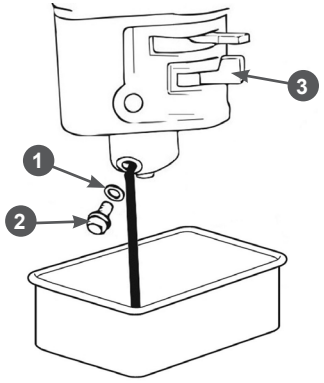

Рис. 14. Обслуживание карбюратора
1. Установите под карбюратор подходящую емкость (Рис. 14).
2. Установите рычаг топливного крана 3 в положение «ЗАКРЫТО» (Рис. 14).
3. Открутите болт 2 сливного отверстия и слейте топливо из поплавковой камеры карбюратора в приготовленную для этого ёмкость (Рис. 14).
1. Слейте топливо из топливного бака и карбюратора (Рис. 14).